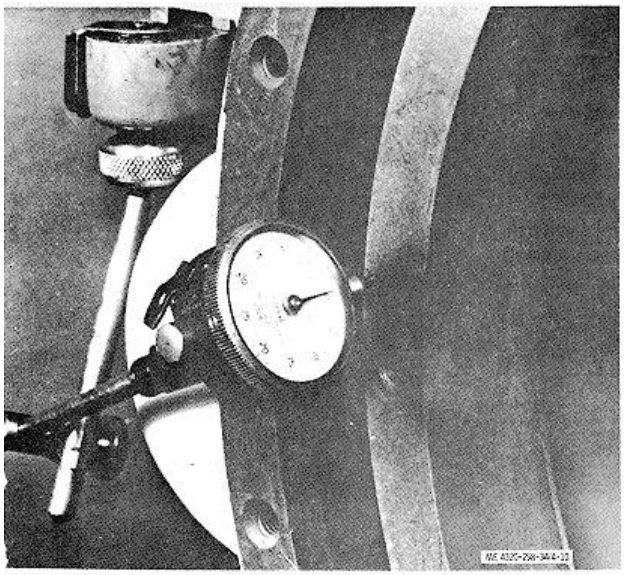

Figure 4-10. Checking flywheel runout.
(3) Check flywheel runout by mounting a dial indicator so that it indicates the flat vertical surface of the flywheel (figure 4-10); rotate the crankshaft through one full revolution. Hold pressure against the flywheel to eliminate crankshaft end play. If flywheel runout exceeds 0.008 inch, remove the flywheel and clean the crankshaft flange and flywheel seat. Install the flywheel and recheck runout. If runout still exceeds 0.008 inch, replace the flywheel.